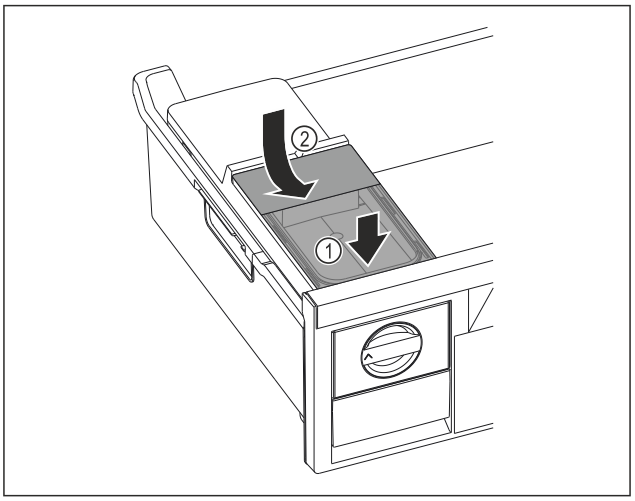

Fig. 124
▶ Nasaďte vpředu nádržku na vodu. *Fig. 124 (1)*
▶ Spusťte nádržku na vodu vzadu dolů. *Fig. 124 (2)*